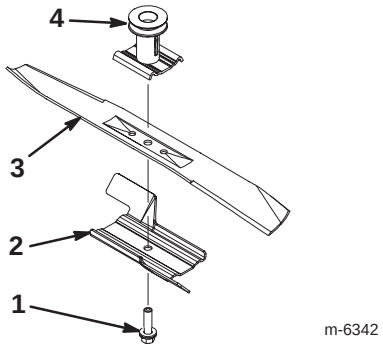

Figure 27
2. Verwijder de mesbout, de klemring, de versneller en het mes (Fig. 27).